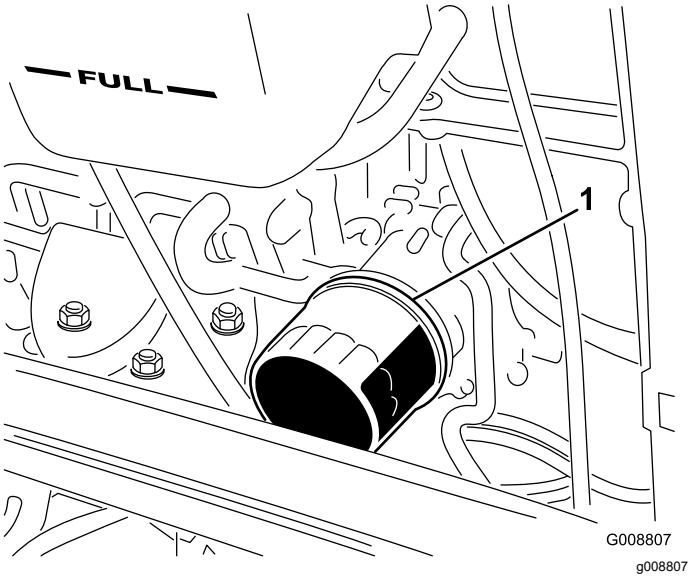

Рисунок 90
4. Снимите масляный фильтр (Рисунок 90).